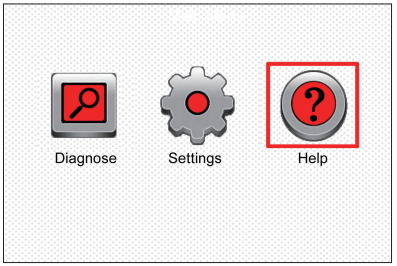

Figura 3
5. Después de encender la herramienta y ingresar a la pantalla del menú principal, mueva la barra resaltada en el icono de Ayuda (Ver Figura 3) y pulse el botón [OK].